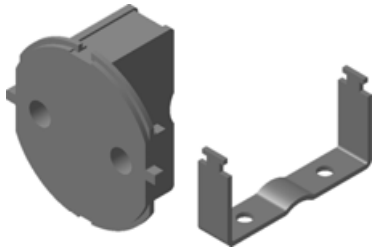

Рис. 7.11
- Укажите произвольное положение новой детали в сборке, например, как это показано на рис. 7.11.